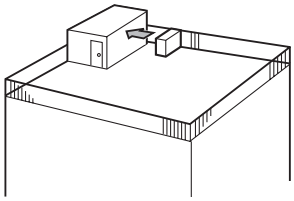

Fig. 2-4
(1) Posizionare la bocca di uscita dell'aria verso la parete più vicina, mantenendola a circa 50 cm di distanza dalla parete. (Fig. 2-4)